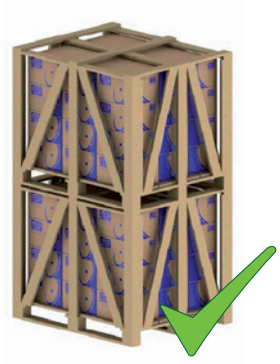
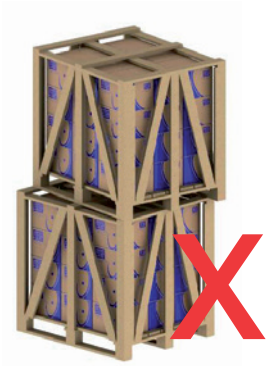

Bild 5.1 - *Richtig gestapelt.*
Bild 5.2 - *Falsch gestapelt.*
2) Die Verpackungen immer genau aufeinanderstapeln (siehe Bild 5.1 und Bild 5.2);